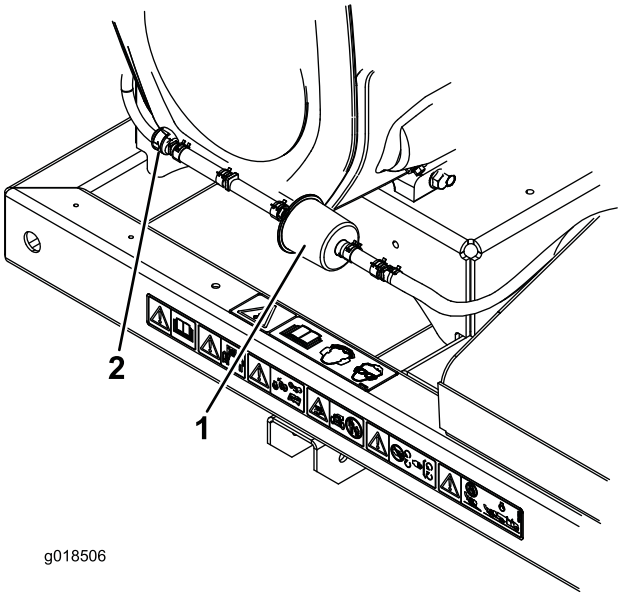

Figuur 19
2. De verende slangklemmen aan beide zijden van het purgeerlijnfilter van de koolstofhouder wegnemen van het filter (Figuur 19).
3. Verwijder het koolstoffilter en gooi het weg (Figuur 19).
4. Monteer een nieuw filter op de slang. De pijl op het filter moet naar de aflsuitklep wijzen. Bevestig met de slangklemmen (Figuur 19).